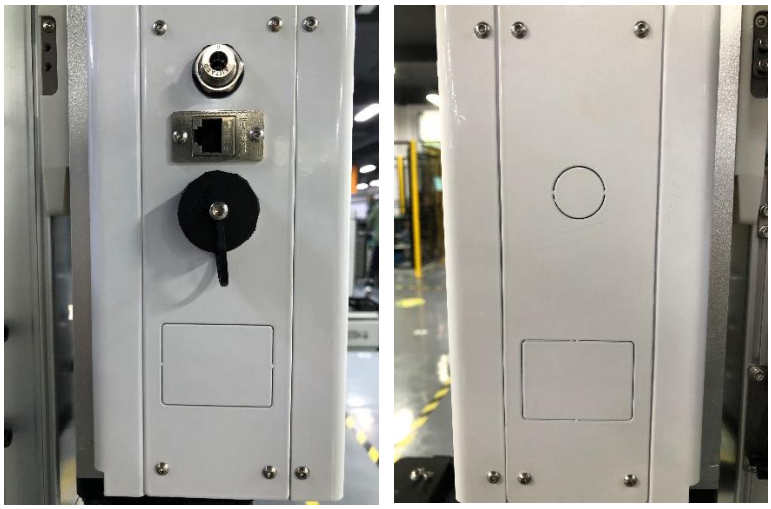

图 4-9 拆卸接线盒前盖
2) 如图 4-9 所示，拆卸接线盒前盖的 4 颗固定螺丝，取下前盖。